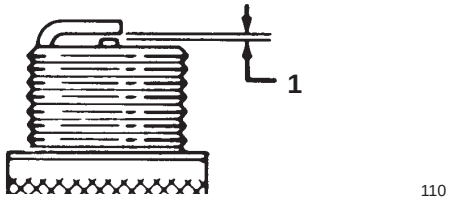

Figur 37
6. Still luftgapet mellom elektrodene på 0,76 mm, som vist i figur 37.